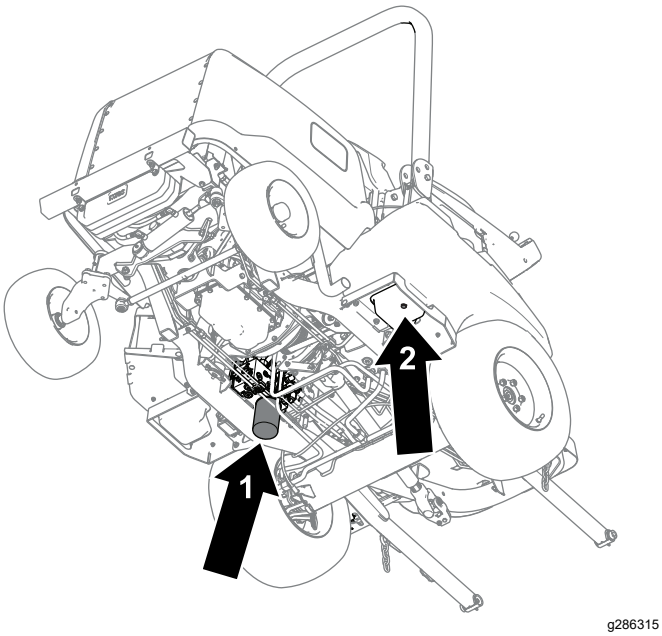

Figure 85
4. Retirez le bouchon de vidange (Figure 85) situé sur le côté du réservoir et laissez le liquide s'écouler dans le bac de vidange.
6. Placez un bac de vidange sous le filtre (Figure 85), déposez le filtre et vidangez le restant d'huile dans le bac.